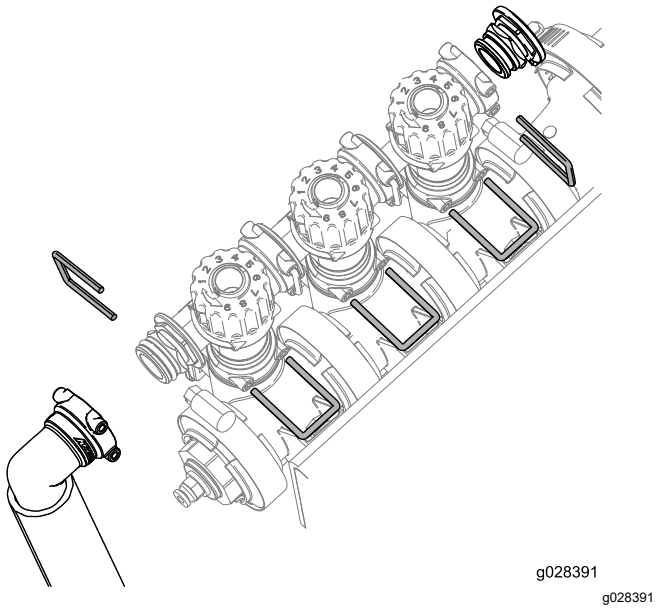

Figura 14
3. Rimuovere i fermi di sostegno del gruppo valvole di bypass della barra, il tappo terminale e il gruppo raccordo e tubo flessibile come illustrato nella Figura 14.